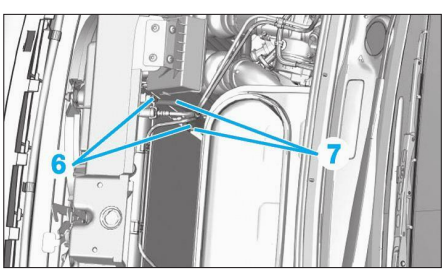

**Fig. 7**
- le conduit de remplissage de liquide de lave glace (5),
- les écrous de maintien des brides des conduits de liquide frigorigène (6) **(Fig.7)**.
• Désaccoupler les conduits du condenseur (7).